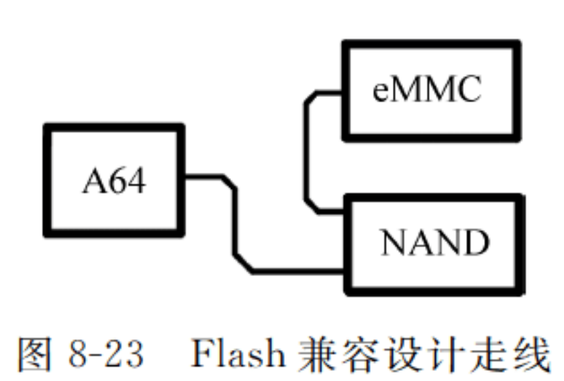

图 8-23 Flash 兼容设计走线
(2) eMMC/NAND Flash 布线方面
① 兼容设计时采用菊花链的连接方式,先经 NAND Flash,再到 eMMC,尽量减少分叉线的长度,如图 8-23 所示。